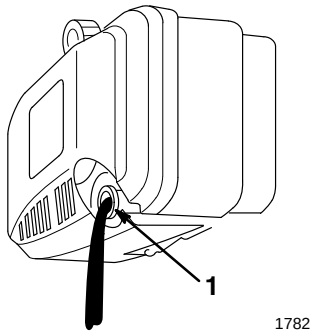

**Figure 16**
5. Tip the lawn mower onto its left side, allowing the oil to drain into the drain pan (Fig. 16).